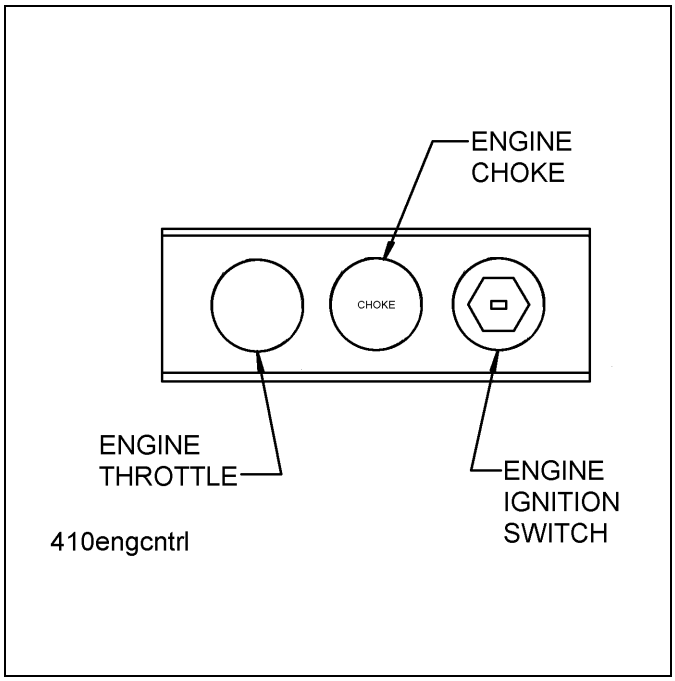

Figure 3-13: Engine Control Panel
2. The **ENGINE IGNITION SWITCH** is located on the engine control panel on the driver's side of the semitrailer. Use the key to start and stop the Hydraulic Power Supply Engine **(See Figure 3-13.)** This switch has three positions:
3. The **HYDRAULIC POWER SUPPLY ENGINE CHOKE** is located to the left of the Engine Ignition Switch on the driver's side of the semitrailer **(See Figure 3-13.)** The purpose of the Choke is to aid the starting procedure.
4. The **HYDRAULIC POWER SUPPLY ENGINE THROTTLE** is located to the below the choke on the driver's side of the semitrailer. The Engine Throttle controls the speed at which the engine operates **(See Figure 3-13.)** It is a variable position control: